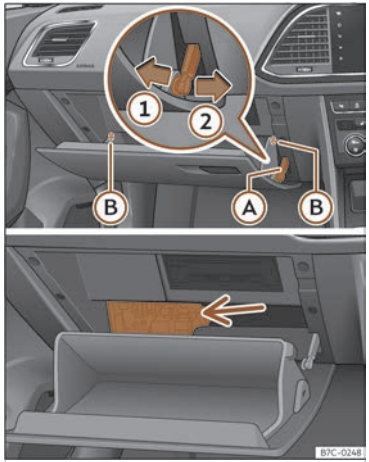

Abb. 195 Rechtslenker: Abdeckung des Sicherungskastens an der Schalttafel, Beifahrerseite.
- Verriegelungstaste ››› **(Abb. 195)** Ⓐ in zwei Schritten ausbauen: Zunächst Verriegelungstaste nach hinten ziehen (Pfeil ①) und danach etwas nach rechts schieben (Pfeil ②). Führung ausbauen, wenn die Abdeckung normal geöffnet ist (30°).